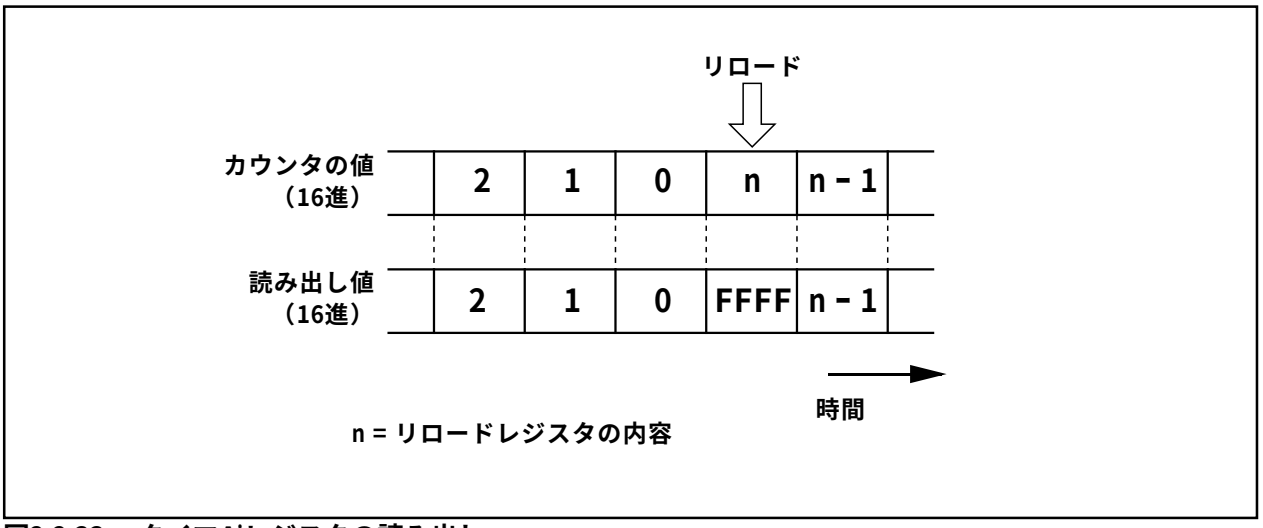

図2.2.33. タイマAiレジスタの読み出し
(2) カウント中のカウンタの値は、タイマAiレジスタを読み出すことによって任意のタイミングで読み出すことができます。ただし、図2.2.33に示すリロードタイミングで読み出した場合、FFFF16が読み出されます。カウント停止中にタイマAiレジスタに値を設定した後、カウンタがカウントを開始するまでの期間に読み出しを行った場合、設定値が読み出されます。